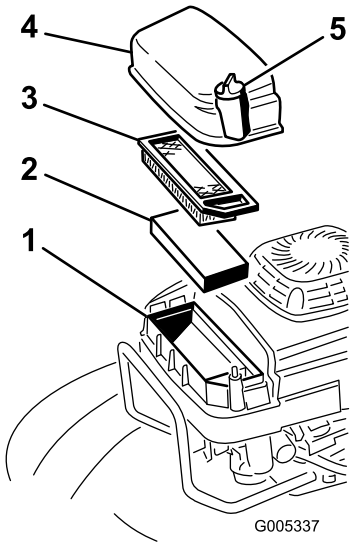

Figur 25
2. Lossa den skruv som håller fast luftfilterskyddet (Figur 25).
3. Ta bort locket och rengör det noga (Figur 25).
4. Ta bort och kontrollera pappersluftfiltret (Figur 25). Släng det om det är väldigt smutsigt.